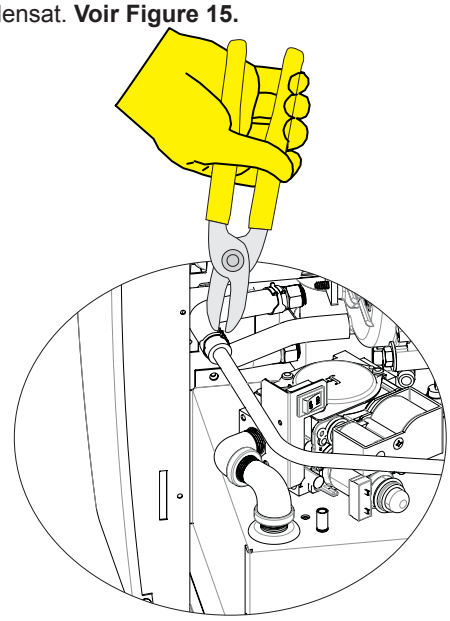

Figure 15
19. Insérer l'extrémité en « L » du tube à condensat dans le tuyau à condensat noir attaché à la trappe à condensat. Utiliser la pince pour déplacer le collier de serrage vers la partie du tuyau à condensat qui se trouve au-dessus du tube à condensat. **Voir Figure 15.**